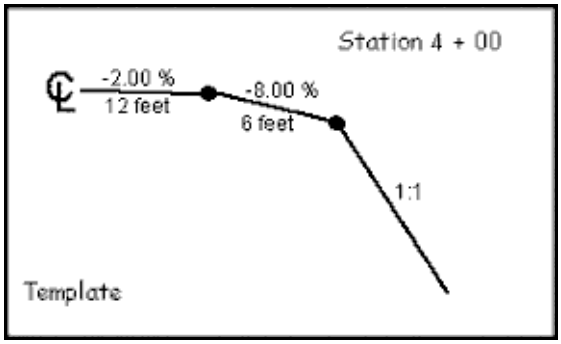

Figure 8-80 Fill Templates without a Backslope Example
2. **Type 400 and press STA to start editing the template at station 4+00. This new template is a copy of the template at station 3+00. You will change it to match the template shown in Figure 8-80 on page 179.**